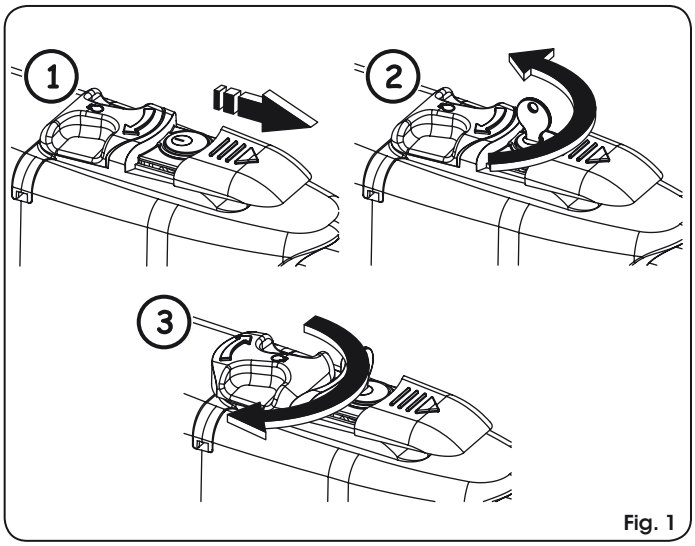

Fig. 1
2. Faire coulisser le capuchon de protection, Fig. 1/1.
3. Introduire la clé et la tourner de 90°, Fig. 1/2.
4. Pour débloquer l'opérateur tourner de 180° le levier de manœuvre dans la direction de la flèche présente sur le système de déblocage, Fig. 1/3.